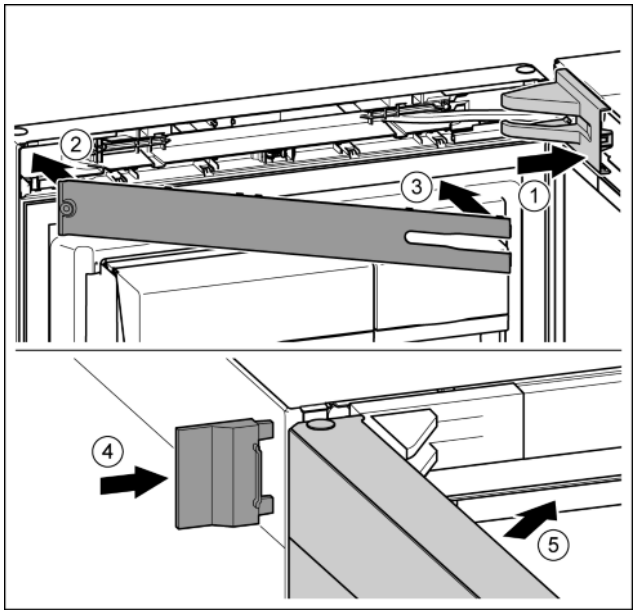

Fig. 26
- ▶ Крышку опорного кронштейна установить и зафиксировать, при необходимости, осторожно разжать. *Fig. 26 (1)*
- ▶ Установить накладку. *Fig. 26 (2)*
- ▶ Наклонить и защелкнуть накладку. *Fig. 26 (3)*
- ▶ Надвинуть внешнюю крышку. *Fig. 26 (4)*
- ▶ Закрыть верхнюю дверь. *Fig. 26 (5)*